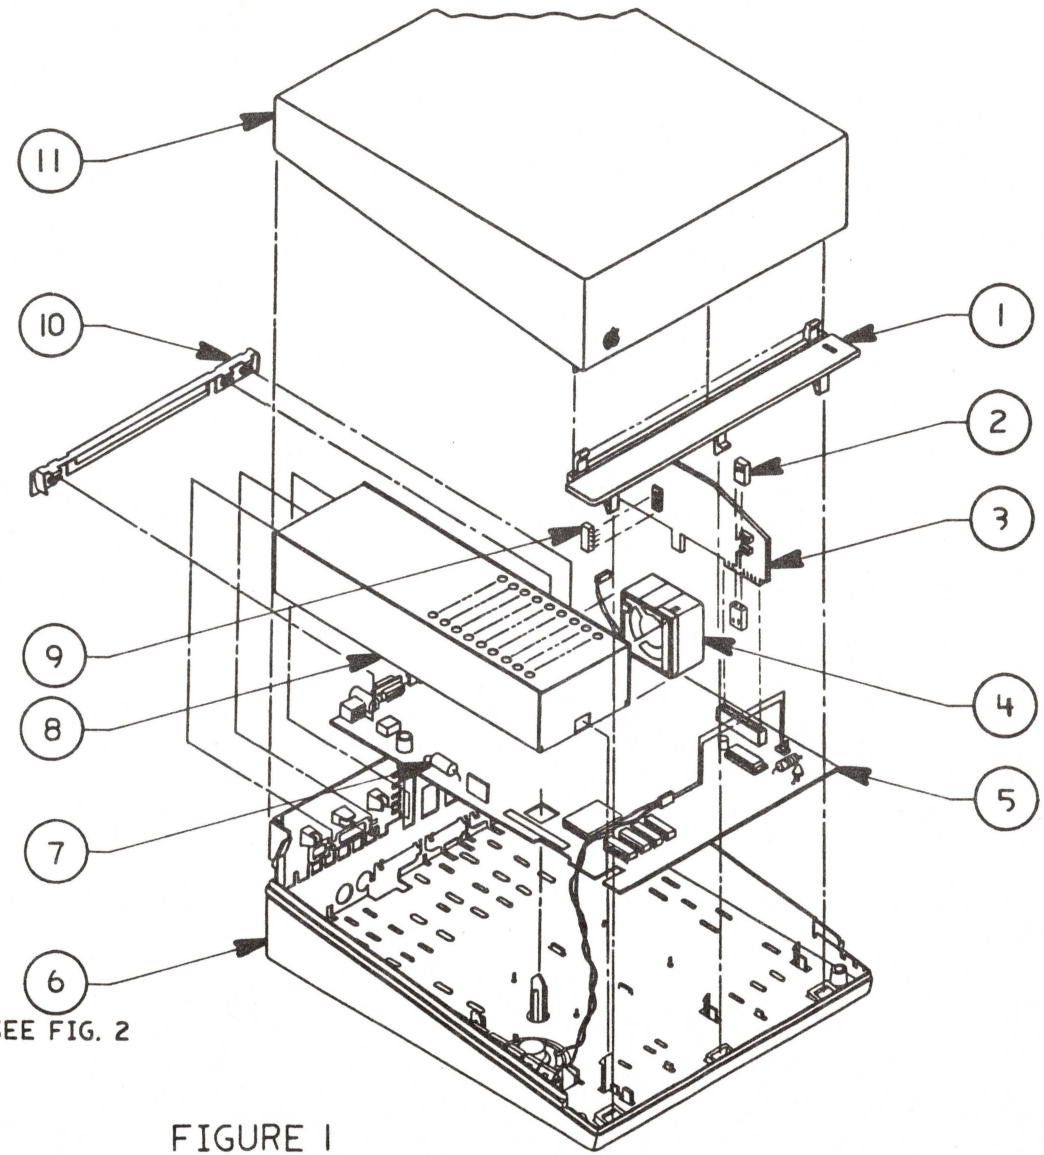

FIGURE 1
6.3 Main Assembly (Figure 1)
❑ APPLE IIGS – MAIN ASSEMBLY (Figure 1)